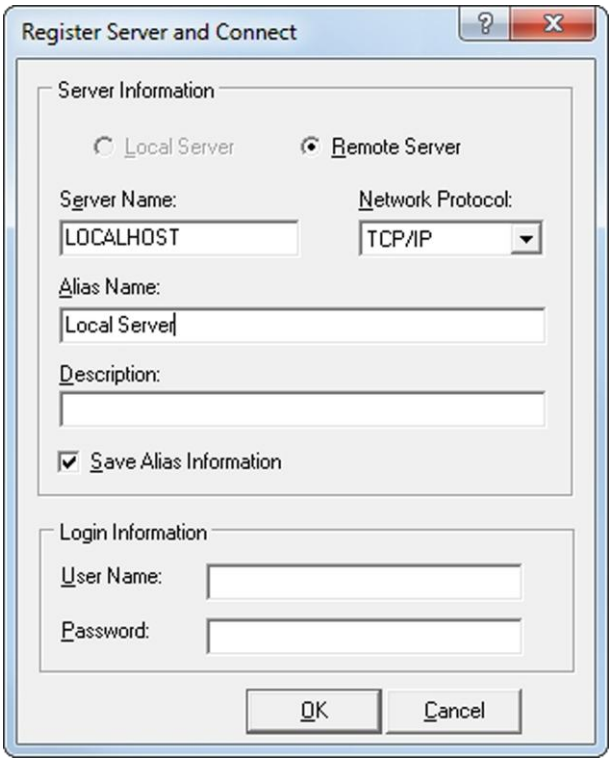

Figure 22 – Register Server and Connect Dialog
1. From the Hierarchical Tree, select your Firebird Server (based on the example in Figure 22 select Local Server).